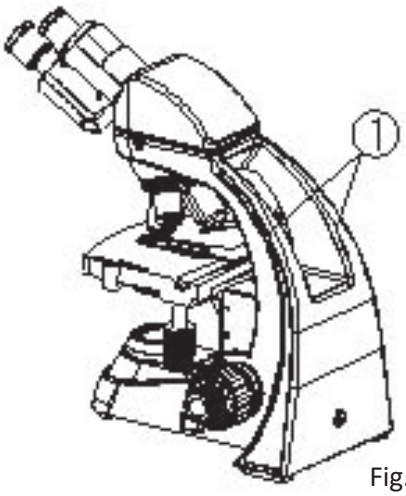

Fig. 1
- Cuando cambie de lugar su microscopio use ambas manos, sujételo con una mano en la agarradera ① que está en la parte posterior y con la otra mano en la base y colóquelo suavemente en la mesa de trabajo (fig. 1) **Precaución: tenga cuidado al mover su microscopio no lo levante por la platina, controles de ajuste o cabeza.**